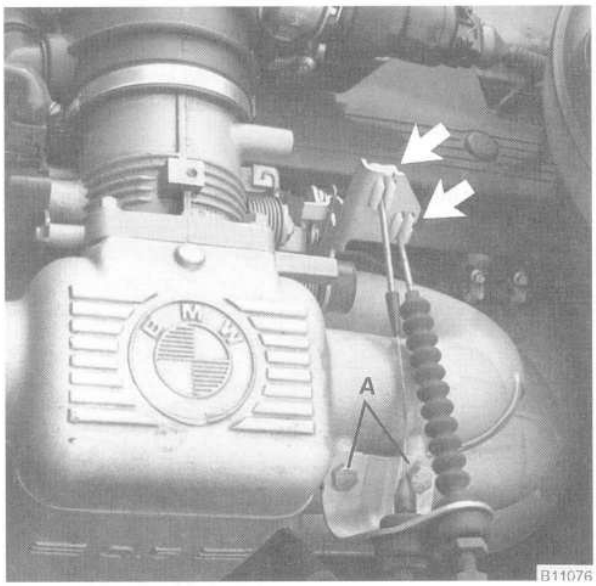

Fig. 36. Disconnect cables at throttle lever (**arrows**) and remove cable bracket bolts (**A**).
11. Disconnect the cables from the throttle lever. Remove the cable bracket from the intake manifold and move the cables out of the way. See Fig. 36.